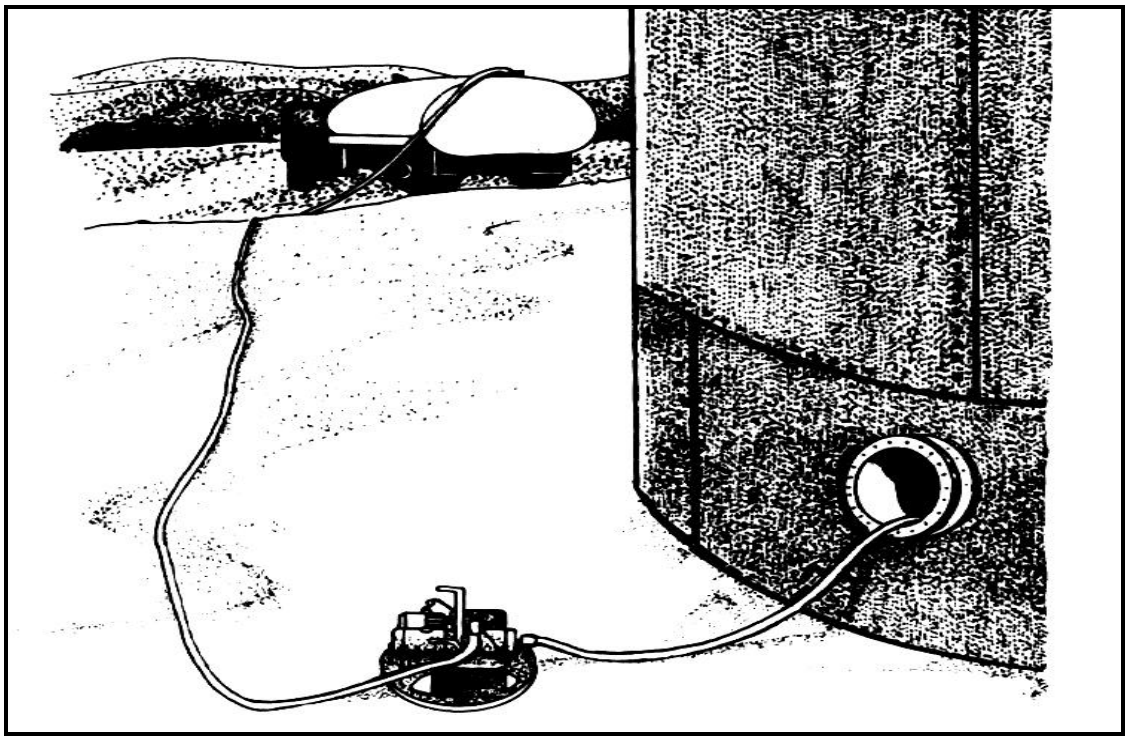

Figure 12-19. Pumping sludge to tank vehicle
•Lay a suction hose in the tank and use a pumping assembly to pump liquid sludge to a tank vehicle as shown in Figure 12-19. If a vacuum truck is being used, the pumping assembly is not necessary.